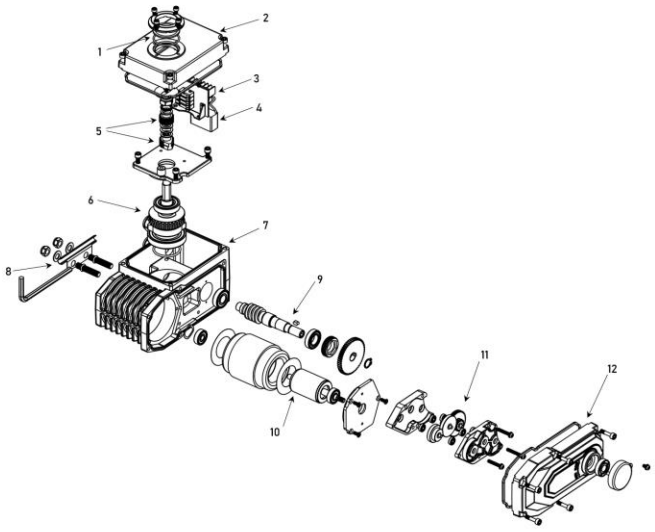

Рис.1
2.2. Деталировка электропривода Рис.1.